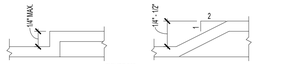

FIGURE 303
A. CHANGES IN LEVEL OF 1/4" HIGH MAXIMUM SHALL BE PERMITTED TO BE VERTICAL. (FIG. 303)
B. CHANGES IN LEVEL BETWEEN 1/4"-1/2" MAXIMUM SHALL BE BEVELED AT A SLOPE NOT STEEPER THAN 1:2 (FIG. 303)